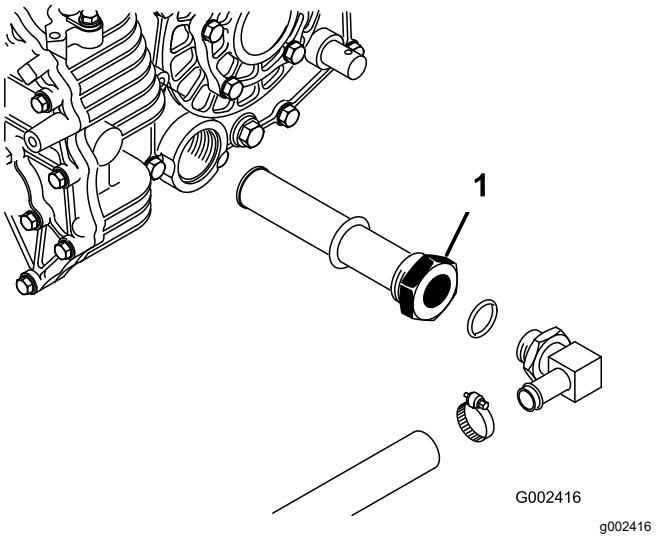

図 71
5. タンク側面のストレーナについている油圧ホースと90°フィッティングの向きを確認記憶する図 71。